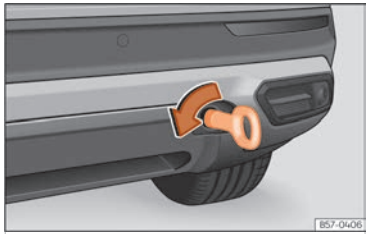

Fig. 200 A la part dreta del para-xocs del darrere: argolla de remolc enroscada.
- Enrosqueu l'argolla de remolc a l'allotjament girant-la al màxim **en el sentit contrari al de les agulles del rellotge** ››› fig. 200 , ››› ⓘ. Utilitzeu un objecte adequat amb el qual pugueu enroscar completament i fermament l'argolla de remolc en el seu allotjament.